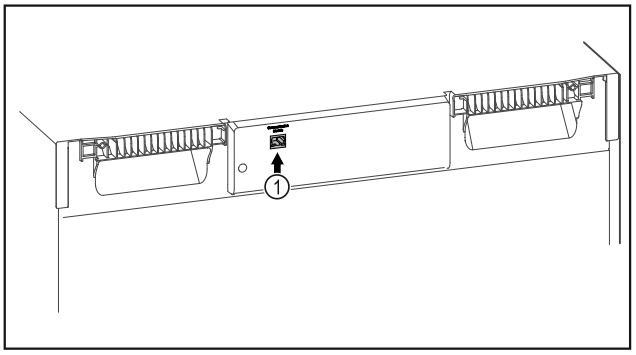

Fig. 88
❑ El SmartModule *Fig. 88 (1)* está colocado.